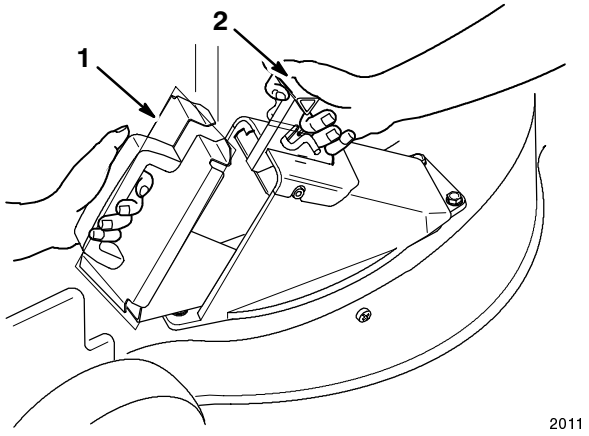

**Figure 32**
3. Open the discharge door by moving the handle rearward (Fig. 32).